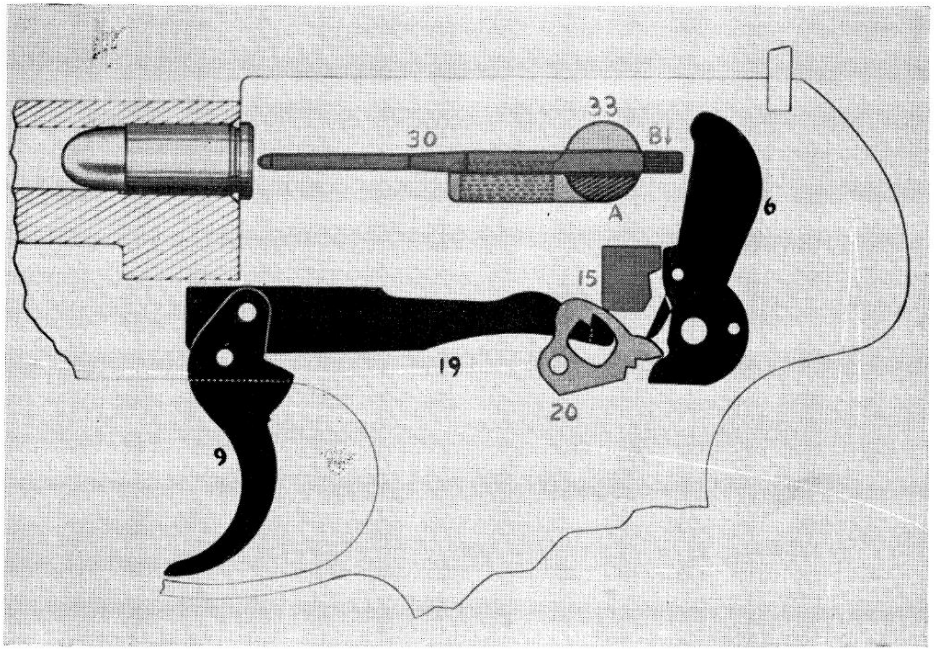

FIGURE 8. WALTHER HAMMERLESS ARMY PISTOL (Continued).
In the position shown in Figure 8, the pistol is perfectly safe against accidental discharge, but is ready for firing merely by pulling the trigger. The trigger (9) is ready for the pull. The connected trigger bar (19) is in firing position with its rear tip engaged in the upper section of the hole in the sear (20). The automatic hammer locking bolt (15) is in its low position, where it positively prevents the hammer from reaching the firing pin head (B1). The double-action cocking spur on the sear is in contact with the tip of the hammer lifter attached to the lower front of the hammer (6). Since the thumb safety (33) is in
Pushing the safety up to horizontal frees the firing pin, leaving the pistol as shown in Figure 8 ready for a pull on the trigger. When the thumb safety is applied and the slide then drawn back over a loaded magazine to load the chamber, the hammer will follow the slide safely down. The proper surface on the thumb safety bolt will depress the sear release automatically, thereby preventing the hammer from remaining cocked. This constitutes a safety feature, since the chamber may be safely loaded or unloaded without any possibility of the hammer reaching the firing pin to produce accidental discharge.